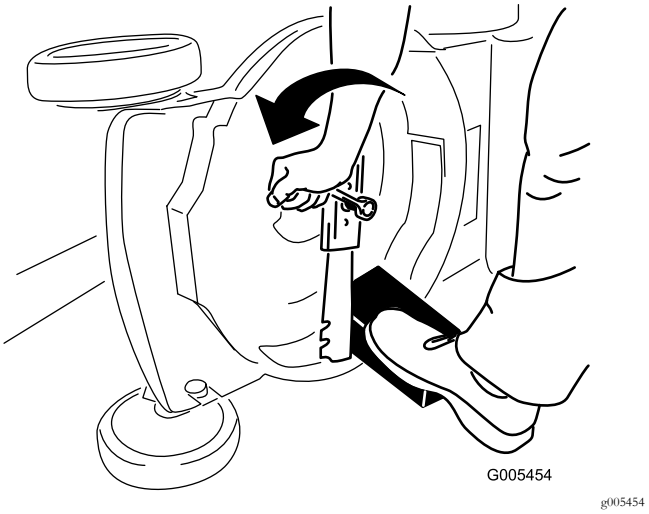

Rysunek 30
3. Aby unieruchomić ostrze, należy użyć kawałka drewna (Rysunek 30).
4. Zdemontuj ostrze, zachowując cały osprzęt mocujący (Rysunek 30).